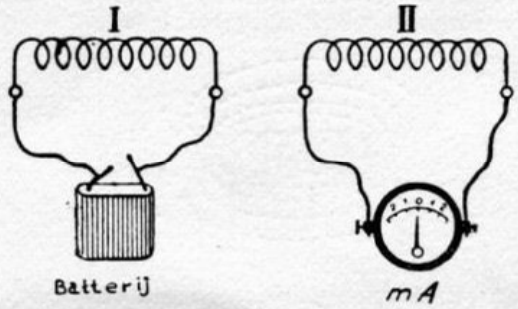

Fig. 7. De spoelen I en II zijn door inductie gekoppeld.
W. — Dat had je wel kunnen raden. Dat is een instrument om de stroomsterkte te meten. Ik verbind de batterij met de eerste spoel en de milli-ampèremeter met de tweede (fig. 7) en ik koppel de beide spoelen.